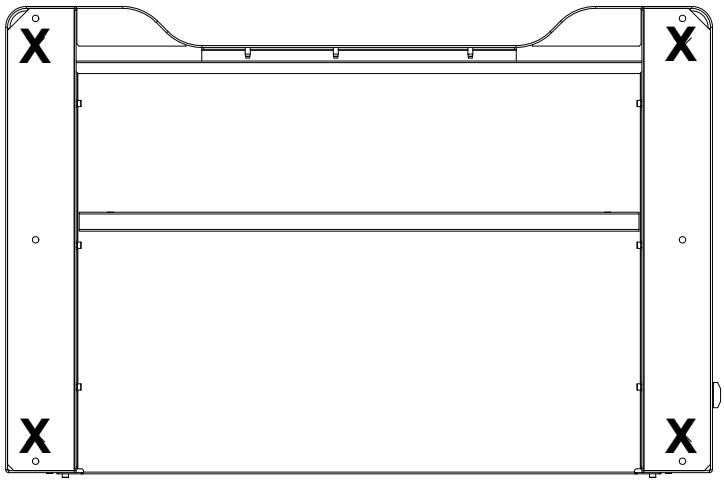

图 19. 显示支架垫脚位置的机架底面
6. 找到任何可能已卸下的机架垫脚，以便将机架用螺栓固定到垫板上，然后将它们重新安装在 第 62 页图 19 中所示位置。